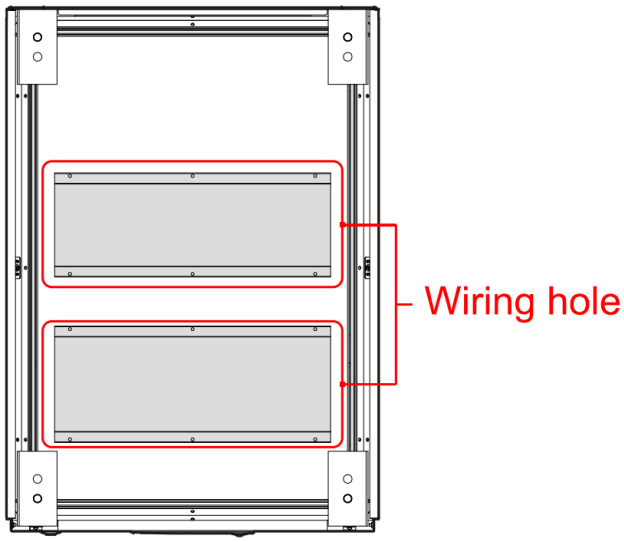
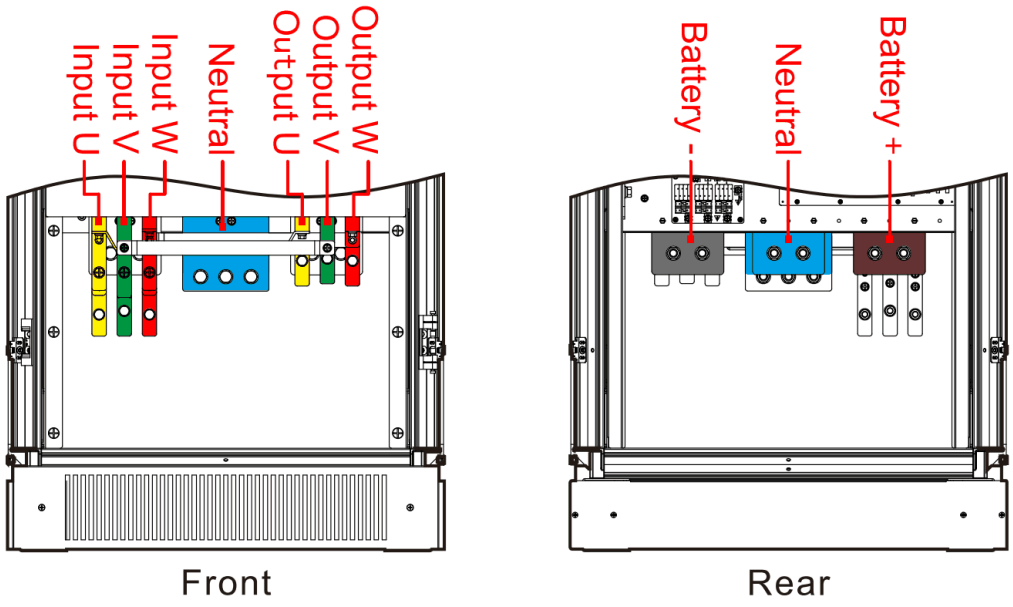

FIGURA 3-29 Posizione dei fori passacavi
FIGURA 3-30 Posizione delle barre di rame
2. Far passare i cavi d'ingresso, d'uscita e della batteria attraverso i fori passacavi inferiori (Figura 3-29), collegarli alle rispettive barre di rame (Figura 3-30) e serrare i bulloni.